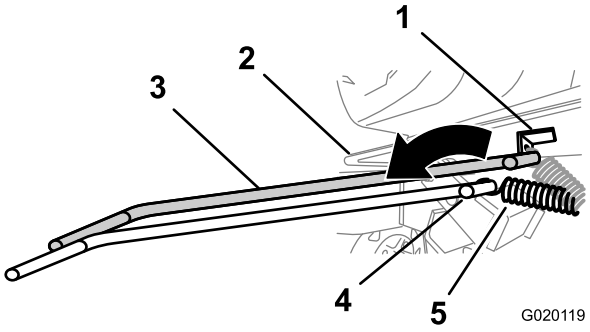

Figura 58
6. Usando una herramienta para la retirada de muelles (Pieza Toro 92-5771), retire el muelle del anclaje de la chapa del motor (Figura 58).
7. Usando una herramienta para la retirada de muelles (Pieza Toro 92-5771), instale el muelle tensor en el anclaje de la chapa del motor (Figura 58).